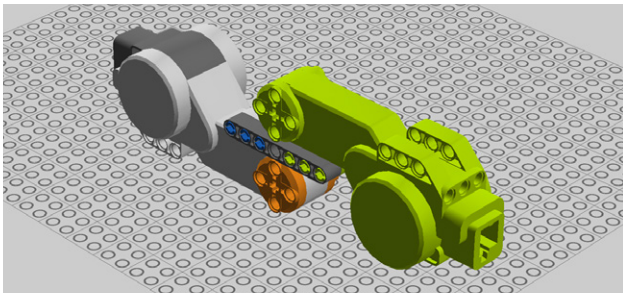

Figure 4-21. *Step 16: Connecting the two motors*
16. Connect the two motors together with the help of the Technic beam (see Figure 4-21).